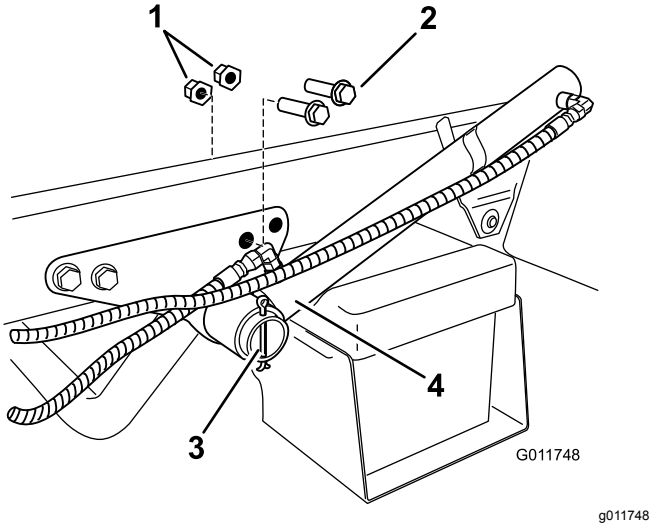

**Figur 7**
1. Find og fjern de to bageste bolte og flangemøtrikker på løftecylinderbeslaget (Figur 7).